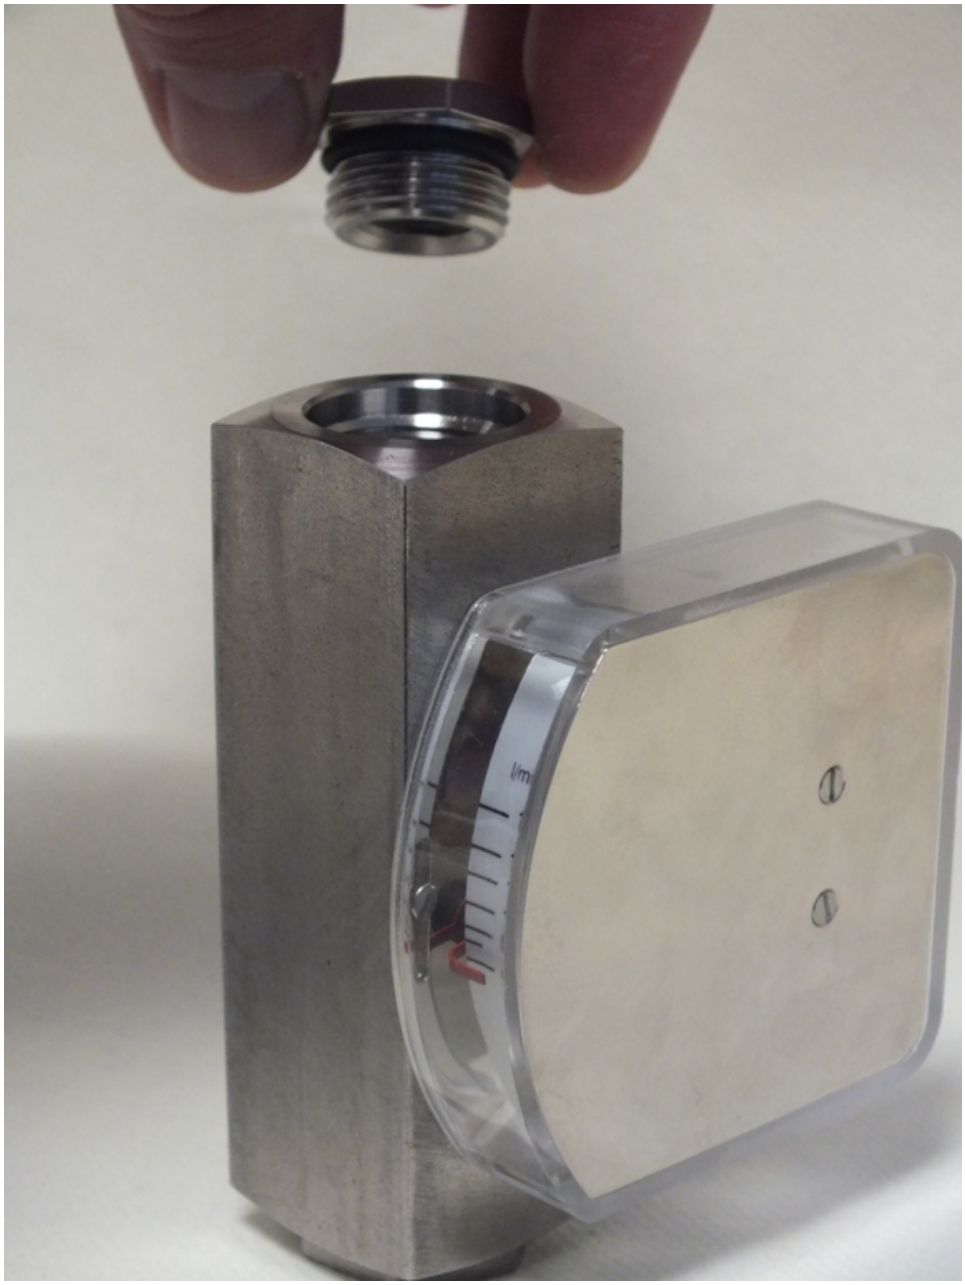

Fig. 59: Insert process connection (outlet)
10. Insert the process connection (outlet) into the device body (outlet) (*Fig. 59*).